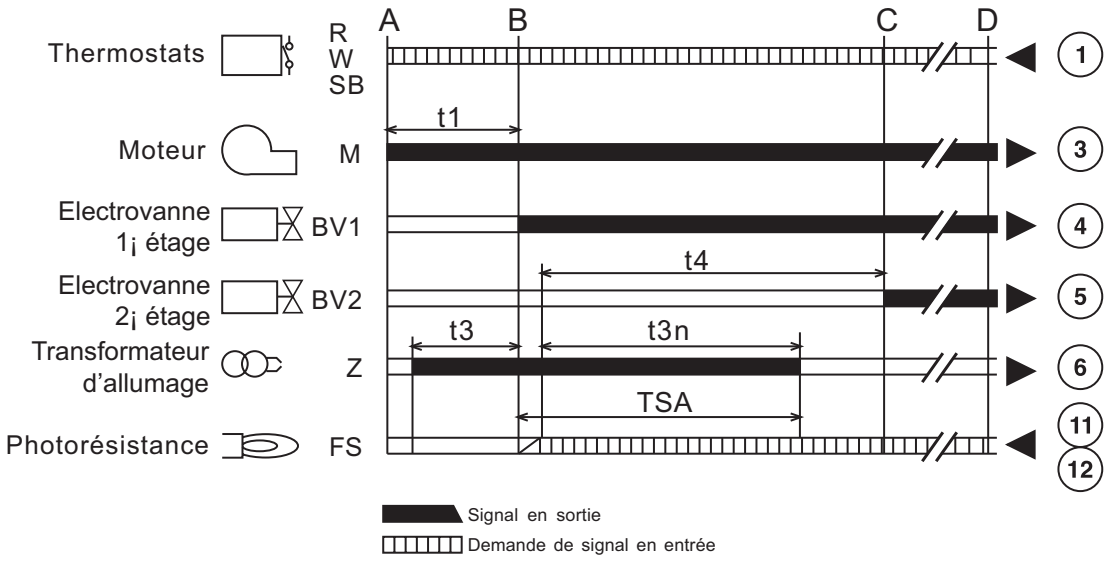

fig. 8
- Début du fonctionnement selon le diagramme fig. 8 :